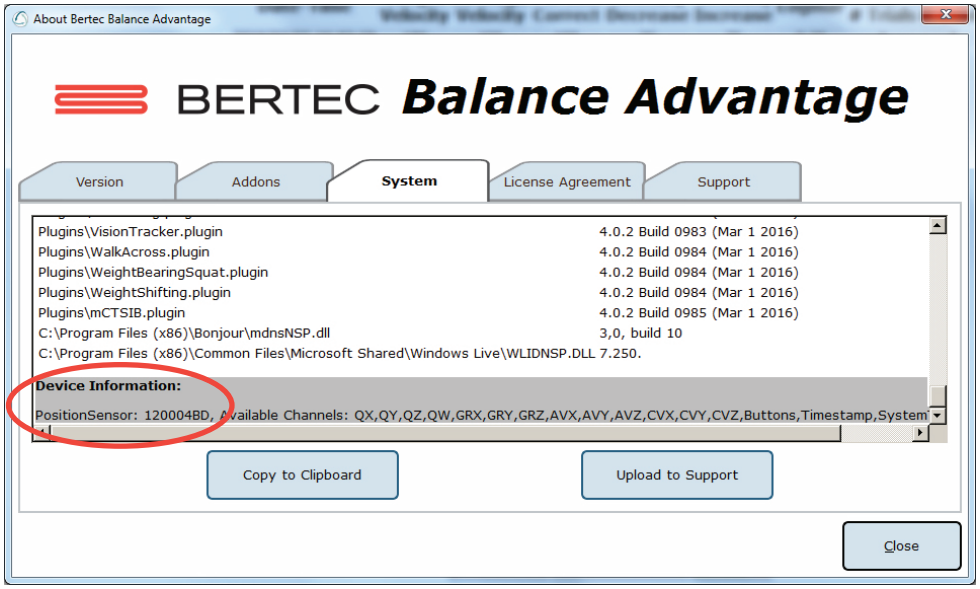

Figure 24. Checking the Head Tracker Connection
d. Click on the "System" tab above and scroll all the way down. Check Device. Information to verify that the Head Tracker is listed (Figure 24).